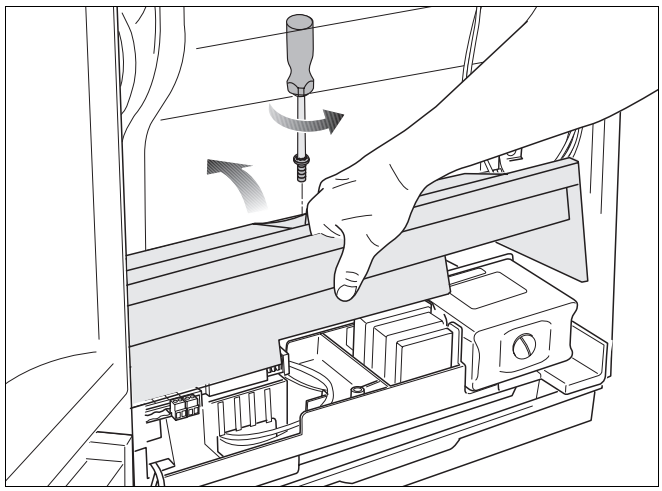

Bild 17 Abdeckung der elektrischen Anschlüsse nach oben klappen
- 1 Schraube der Abdeckung der elektrischen Anschlüsse lösen und Abdeckung nach oben aufklappen (Bild 17).